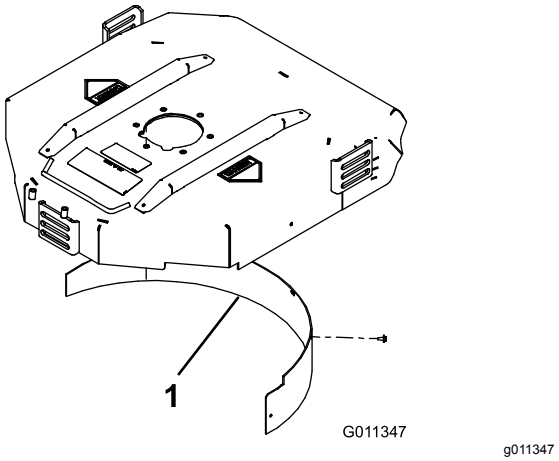

Figura 10
2. Instale el deflector de mulching en el hueco trasero y fíjelo con 5 tornillos con arandela prensada (Figura 10).